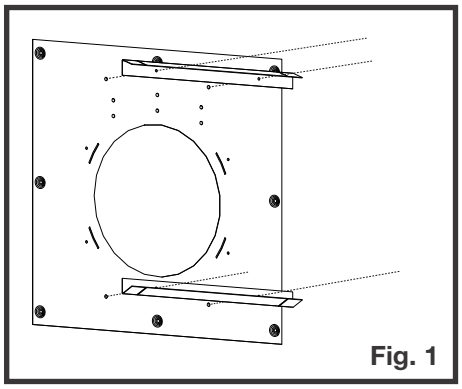

Fig. 1
1. Install firestop standoffs onto the firestop spacer (Figure 1).